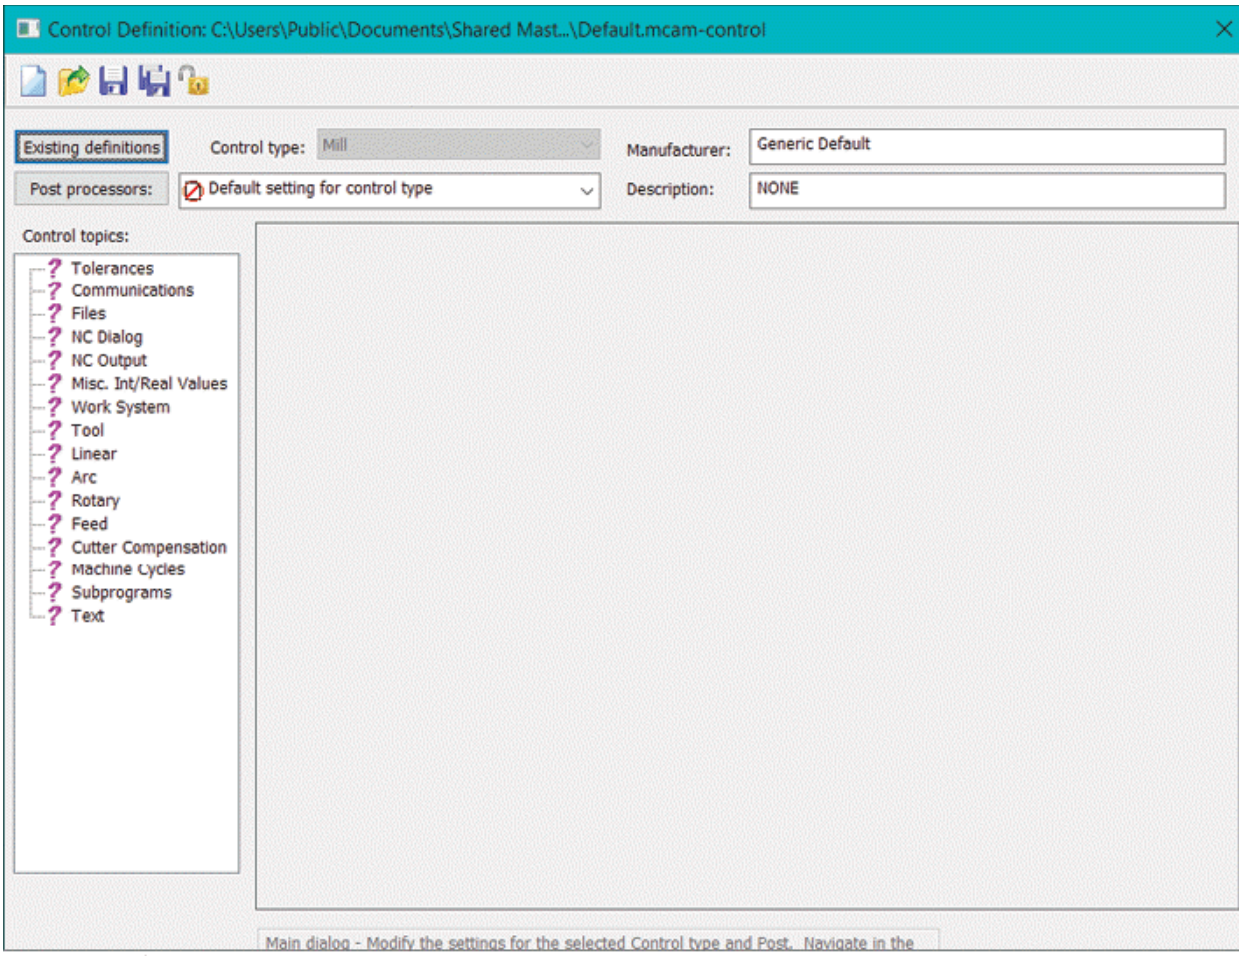

Figure-21. Control definition dialog box
- Click on the **Edit Control Definition** button from the toolbar. The **Control definition** dialog box will be displayed; refer to Figure-21. Using this option, you can define how codes will be output for your physical machine components.